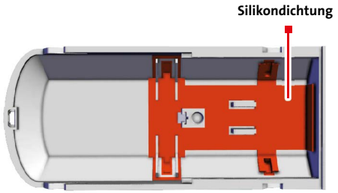

Abb. 2 Gehäuseunterteil
3. Durchstoßen Sie die Silikondichtung für die benötigten Befestigungsbohrungen und Kabeleinführungen mit einem Schraubendreher (siehe Abb. 2).